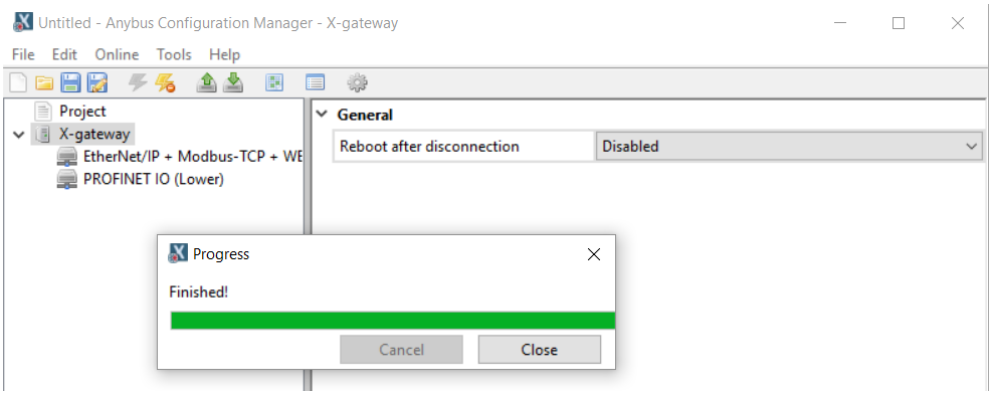

图 2-5 上传配置信息
5. 上传配置信息：点击快捷方式中的 Upload Configuration from Device  按钮，上传网关中的配置信息，上传完成后点击进度条中的“Close”按钮即可，如图 2-5 所示。